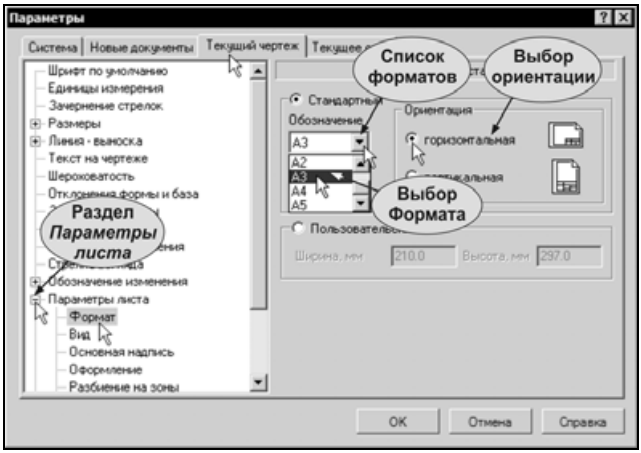

Рис. 3.4
- На экране появится диалоговое окно **Параметры** (рис. 3.4). На вкладке **Текущий чертеж** в списке разделов настройки документа в левой части окна найдите раздел **Параметры листа**. Щелчком на символе "+" слева от названия раздела раскройте его содержимое.